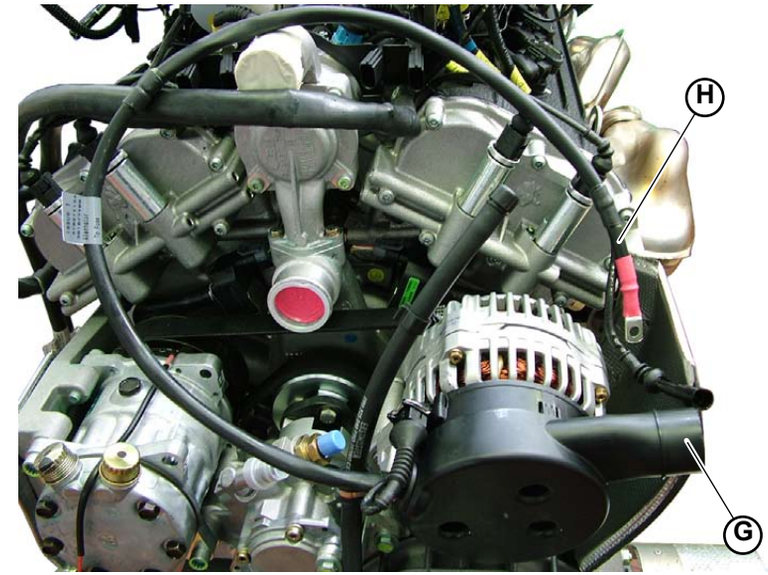

Fig.3
7. Reconnect the alternator wiring harness (**H-Fig.3**).